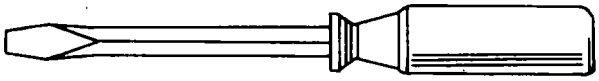

Figure 4-13. Common Screwdriver
(1) *Common screwdriver*. The common, or standard, screwdriver, shown in figure 4-13, is suitable for driving or removing slotted screws. The blade must have sharp corners and fit the screw slot closely. The size is designated by the length of the shank and blade.